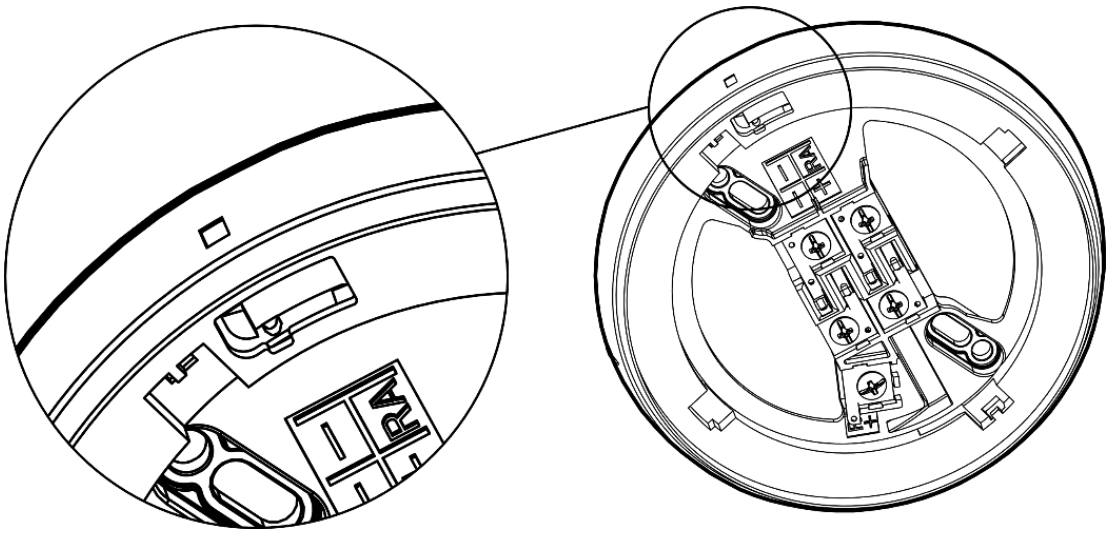
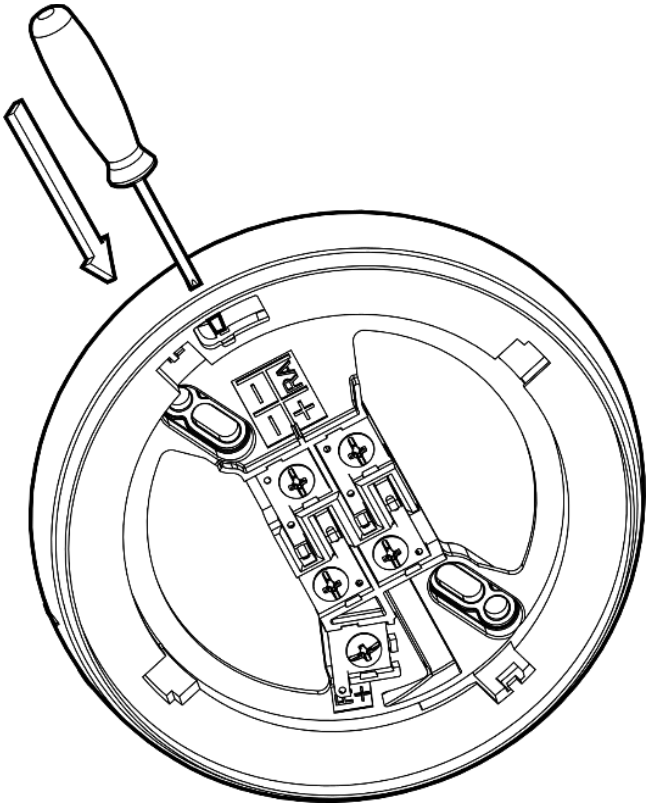

Рисунок 1.3
Рисунок 1.4
1.3.9 В конструкции базы предусмотрена возможность защиты от несанкционированного отсоединения извещателя. Если удалить предохранительный выступ в базе (см. Рисунок 1.3), то извещатель невозможно будет снять без использования дополнительных инструментов. Для отсоединения установленного подобным образом извещателя необходимо нажать тонкой отверткой на фиксирующий выступ через отверстие на боковой поверхности базы (см. Рисунок 1.4).